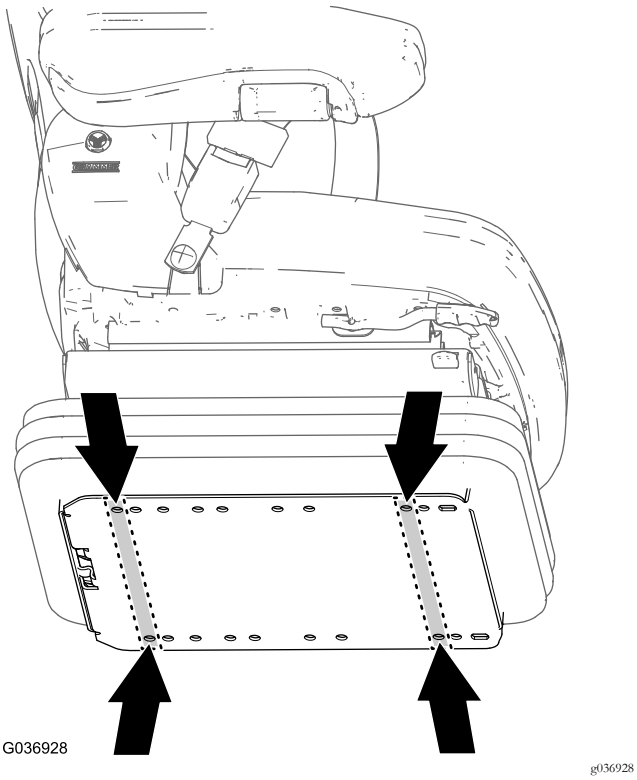

Figuur 16
1. Zoek aan de onderplaat van de nieuwe stoel de montageopeningen voor de stoel van uw machine (Figuur 16).